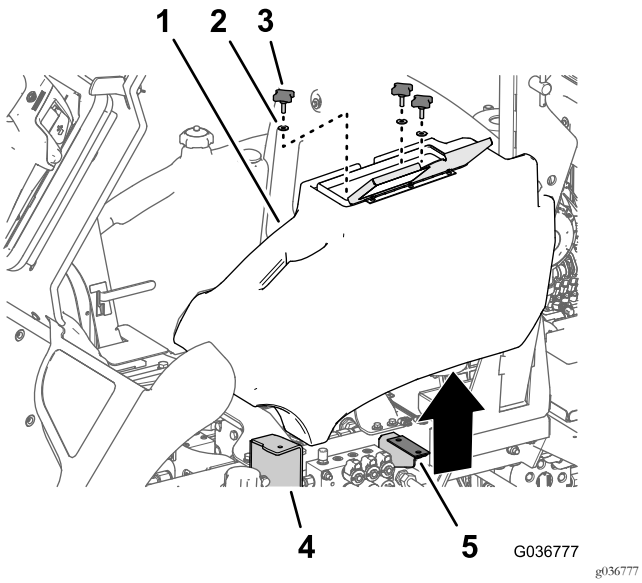

Figur 7
1. Åbn dækslet til opbevaringsrummet (Figur 7).
2. Løsn og fjern de tre knapper og de tre spændeskiver, der fastgør opbevaringsrummet til flangen på trinnet og opbevaringsrummets beslag (Figur 7).